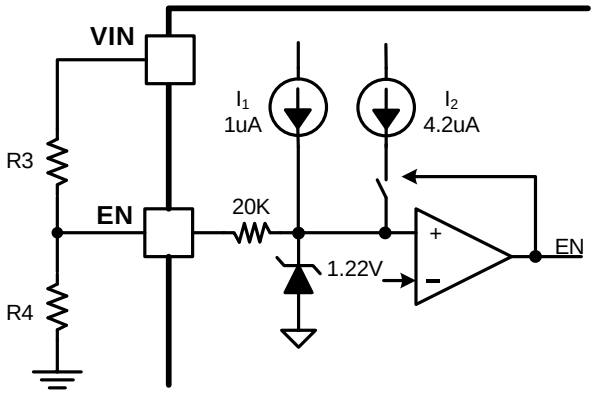

Figure 8. Adjustable VIN UVLO
EN pin automatically enables the device. For the application requiring higher VIN UVLO voltage than the default setup, there is a 4.2uA hysteresis pull up current source on EN pin which configures the VIN UVLO voltage with an off-chip resistor divider R3 and R4, shown in Figure 8. The resistor divider R3 and R4 are calculated by equation (1) and (2).